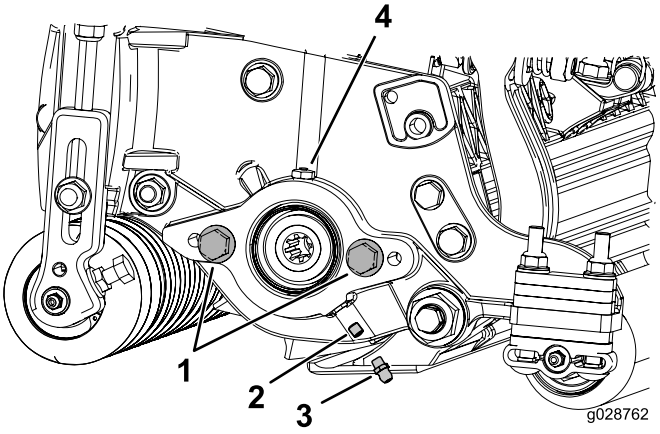

Figuur 6
1. Verwijder de stelschroef op de zijplaat van de messenkooimotor en gooi ze weg (Figuur 6).
2. Monteer de rechte smeernippel (Figuur 6).
3. Als er zich geen stelschroeven op de zijplaat van de messenkooimotor bevinden, moet u deze monteren (Figuur 6).
5. Monteer de messenkooimotor en smeer de zijplaat totdat het overtollige smeervet uit de smeeropening loopt (Figuur 6).